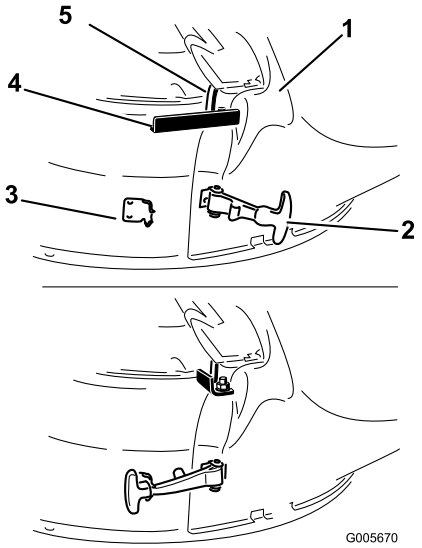

Figura 12
6. Sujete el conducto a la plataforma de 42 pulgadas. Enganche el cierre flexible del conducto en el soporte de retención soldado a la plataforma del cortacésped, detrás del orificio (Figura 12). Conecte la pletina de retención alrededor de la varilla de pivote para sujetar el conducto.